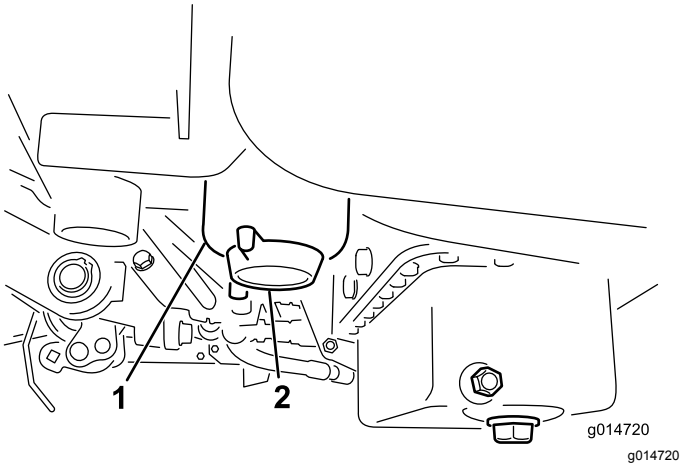

Figur 30
3. Åbn dræningsventilen på brændstoffilteret/vandudskilleren ca. en omgang, og aftap eventuelt ansamlet vand (Figur 30). Spænd proppen efter aftapning.